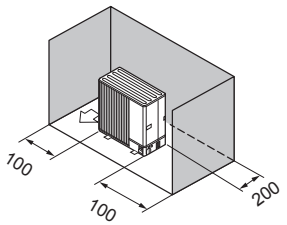

Fig. 1-9
③ Obstacles at rear and sides only (Fig. 1-9)